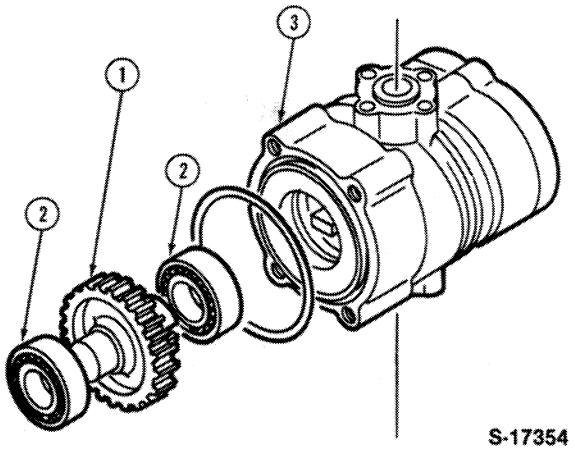

Figure 46
1. Remove the hydraulic pump drive gear, shaft, and bearings, Figure 46.